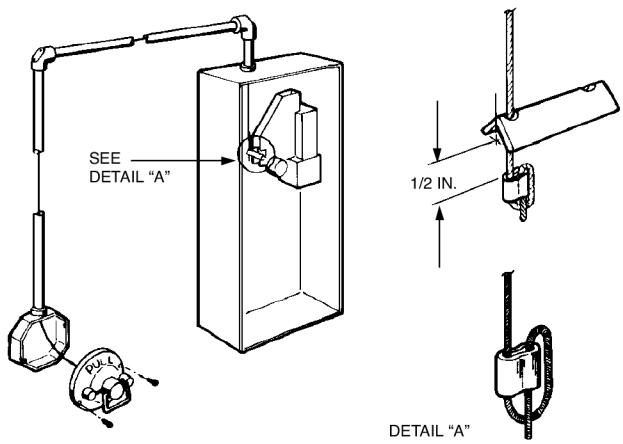

FIGURE 14
5. Install and secure 1/2 in. conduit, pulley tee (if required), and pulley elbows from each pull station to release assembly as necessary. See Figure 14.
8. Thread wire rope through rear guide hole in manual trip lever on release. See Figure 14.
11. Position sleeve approximately 1/2 in. (1.3 cm) and crimp to secure wire rope. (Use the National Telephone Supply Company Nicopress Sleeve tool Stock No. 51-C-887 or equal to properly crimp stop sleeve.) See Figure 14.